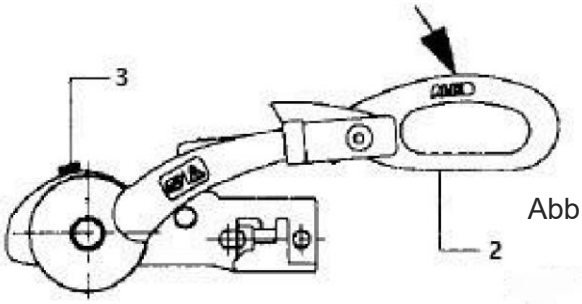

Abb. 5
Drücken Sie den Stabilisierungshebel (2) bis zum Anschlag. (Abb. 5)